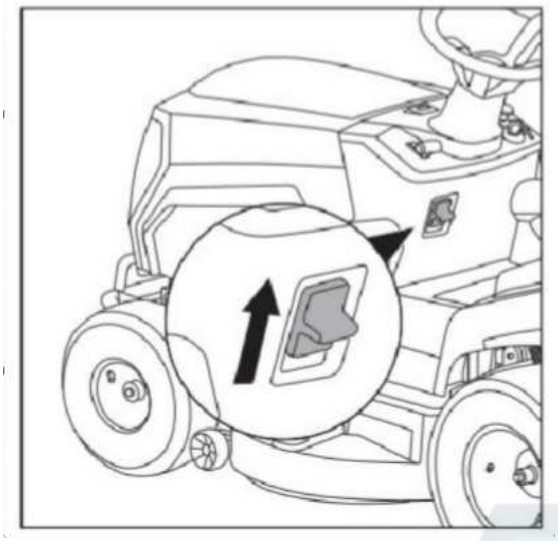

Рис.18
2. Переведите кнопку стояночного тормоза вверх в положение блокировки и удерживайте (Рис. 18).